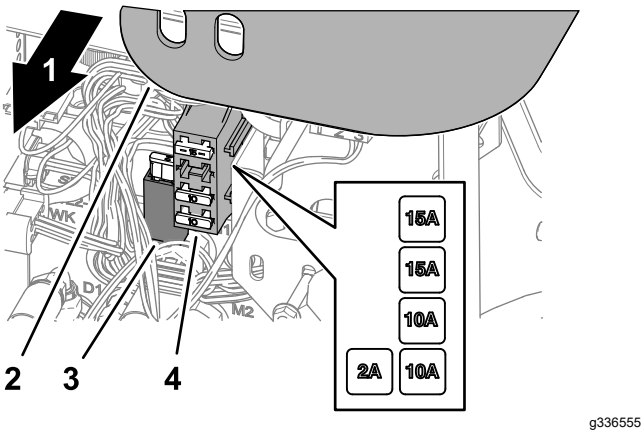

Rysunek 65
1. Zdejmij pokrywę z ramienia sterowania (Rysunek 65).
2. Zlokalizuj przepalony bezpiecznik w uchwycie bezpiecznika lub bloku bezpieczników (Rysunek 65).
4. Zamontuj pokrywę na ramieniu sterowania (Rysunek 65).